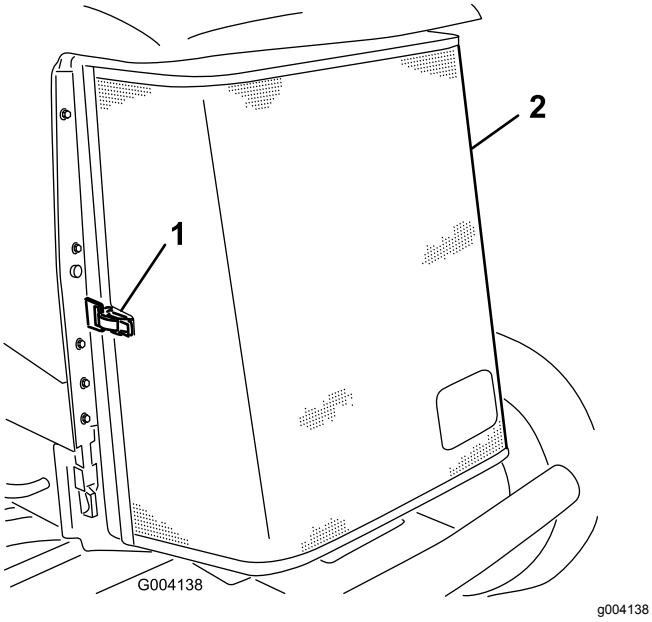

Figur 94
3. Lås opp klemmen og sving bakre skjerm åpen (Figur 94).